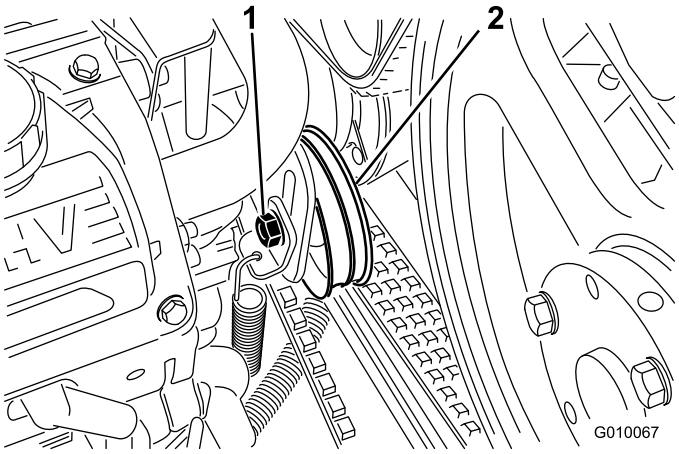

Figuur 57
3. Draai de bout van de spanpoelie van de riem een stukje los zodat dat deze kan bewegen binnen de afstelsleuf (Figuur 57).